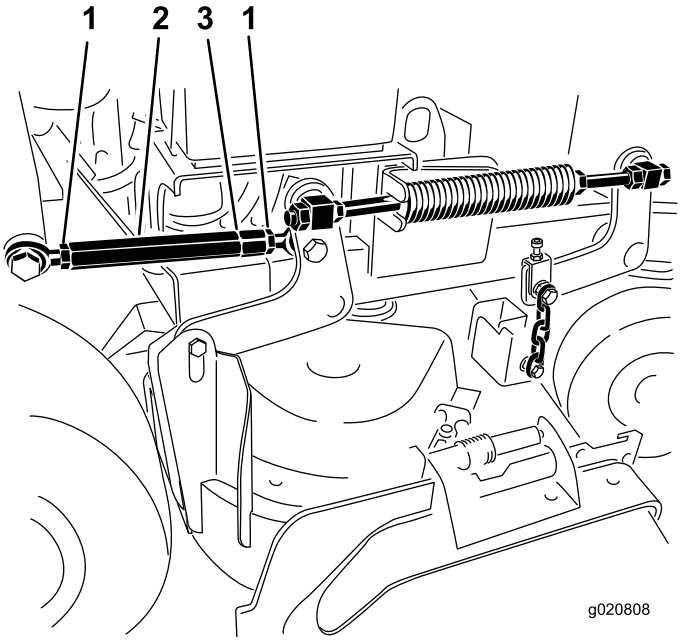

**Figuur 87**
5. Draai de contramoeren aan beide zijden van de spanschroef los (Figuur 87).
**Opmerking:** Het uiteinde van de spanschroef met de groef erin heeft linkse schroefdraad (Figuur 87).